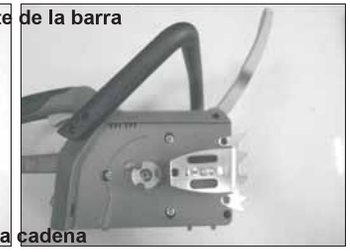

Fig. 2A Fig. 2B
2. El control de tensión de la cadena debe girarse en sentido contrario a las agujas del reloj hasta su tope (Fig. 2A).
3. El control de bloqueo de ajuste de la barra debe girarse en sentido contrario a las agujas del reloj hasta su tope (Fig. 2A).